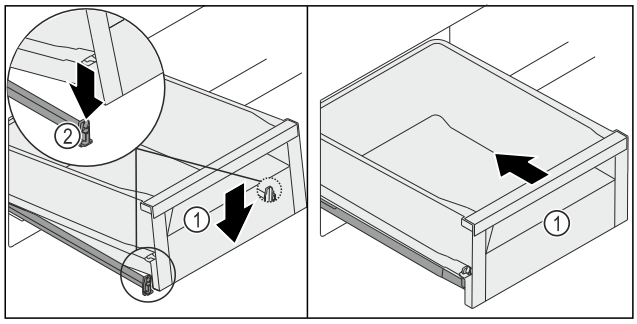

Fig. 139
- ▶ Zásuvku *Fig. 139 (1)* vpředu spusťte dolů tak, aby se zásuvka zasunula vlevo a vpravo do svorky *Fig. 139 (2)*.
- ▷ Zásuvka *Fig. 139 (1)* slyšitelně zacvakne.
- ▶ Zásuvku *Fig. 139 (1)* zasuňte.